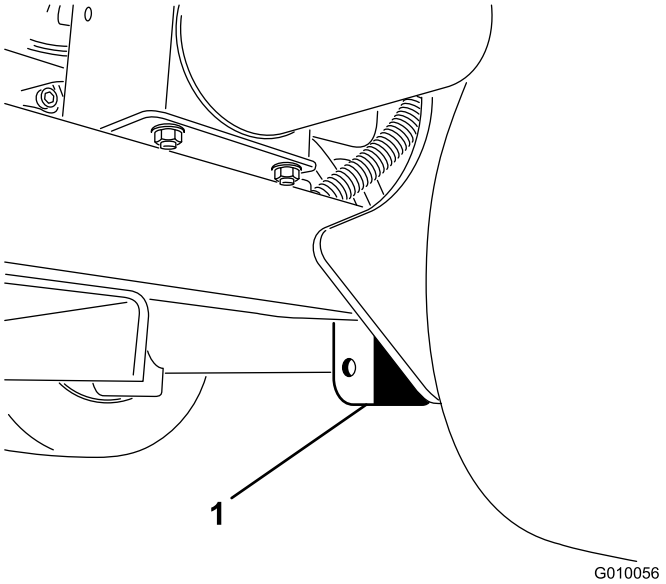

**Figur 41**
2. Placer donkraften forsvarligt under rammepladen lige på den indvendige side af baghjulet (Figur 41).